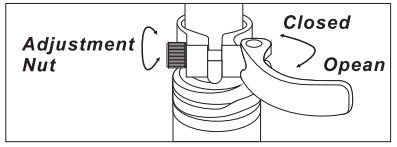

Fig.8 Opening and adjusting a quick release
5. Open the seat post quick release lever(Fig.8). Insert the seat post into the seat tube to sufficient depth so that the minimum insertion line is no longer showing.